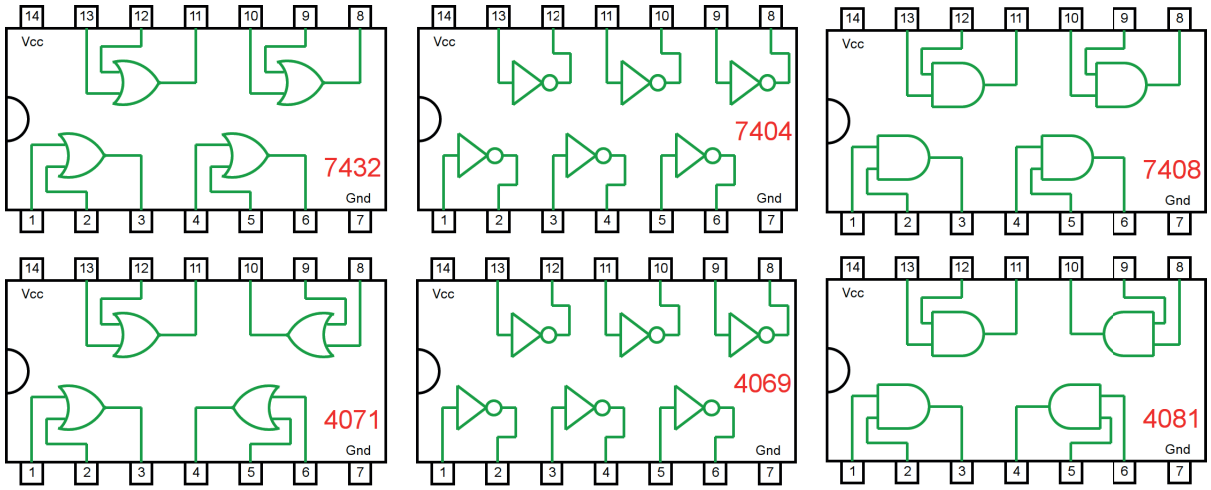

Figura 4.53 – Circuitos integrados TTL e CMOS.
a) Coloque os circuitos integrados (TTL e/ou CMOS da figura 4.53) nas posições indicadas.
d) Conecte os fios verdes. Os fios verdes estão conectados ao terra e portanto fornecendo valor lógico (0) às entradas de todas as portas do CI.